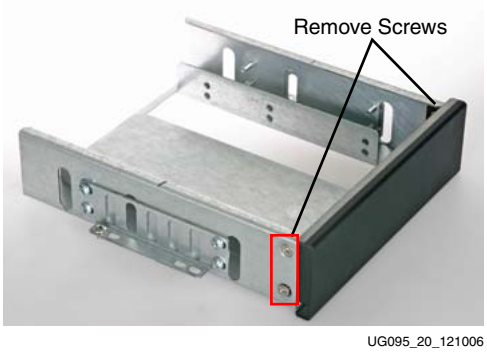

*Figure 20:* **Removing the Blank the Front Panel Frame**
3. Remove the blank front panel from the cage and replace it with the LCD front panel (Figure 20 and Figure 21, page 18).